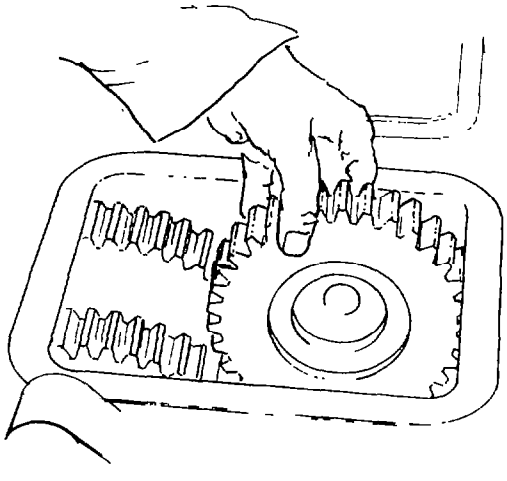

Fig. 179 — Removing Fourth Gear
p. Remove the fourth gear and thrust washer through the transmission case top cover opening (see fig. 179).